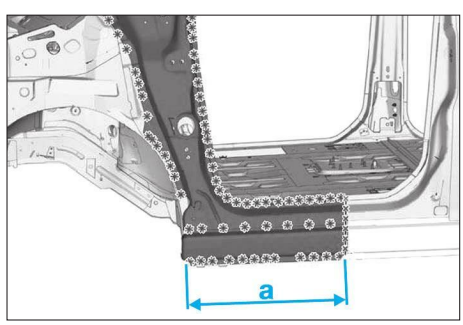

**FIG. 43**
• Tracer puis découper le montant inférieur du pied avant (a) selon la préparation de la pièce de rechange **(Fig.43)**.